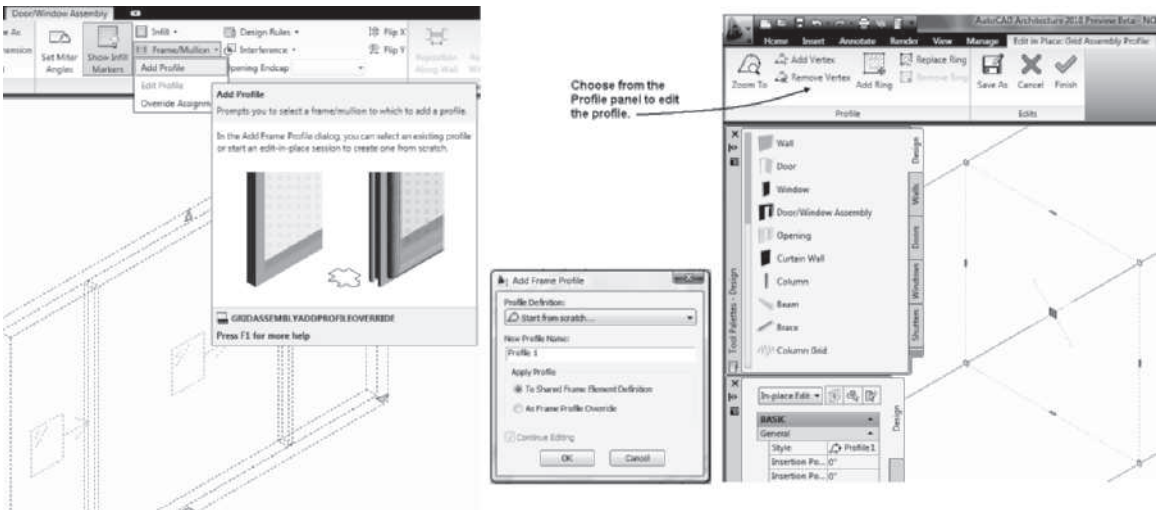

FIGURE 6.20 *Editing a frame profile*
Ribbon	Select the door/window assembly, and choose Add Profile from the Frame/Mullion flyout menu as shown in Figure 6.20.
When you select the **GridAssemblyAddProfileOverride** command, you are prompted to select a frame or mullion. The **Add Frame Profile** dialog box opens if you are editing a frame, which allows you to select a profile from the drop-down list. The drop-down list includes **Start from Scratch** and other profiles that have been created in the drawing. The **Start from Scratch** option creates a new profile, numbered as shown in Figure 6.20. The profile can be applied as a shared frame element definition or as a frame profile override. The **Add Profile** command was used to change the frame as shown in the following steps.
2. Select a frame or mullion as shown in Figure 6.20. The **Add Frame Profile** dialog box opens as shown in Figure 6.20. Specify the name of the new profile or use the **Start from scratch** default name. Click **OK** to dismiss the **Add Frame Profile** dialog box and begin in-place editing.
4. Select the profile, right-click, and choose from the Profile panel of the ribbon to edit the profile. Choose **Finish** to save changes as shown at the right in Figure 6.20.